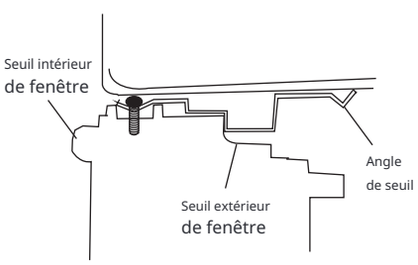

Fig.12
2. Placez l'armoire dans la fenêtre avec l'angle du rebord inférieur fermement assis sur le rebord de la fenêtre comme indiqué . Abaissez temporairement la fenêtre derrière l'angle supérieur pour maintenir l'armoire en place (Fig.12).